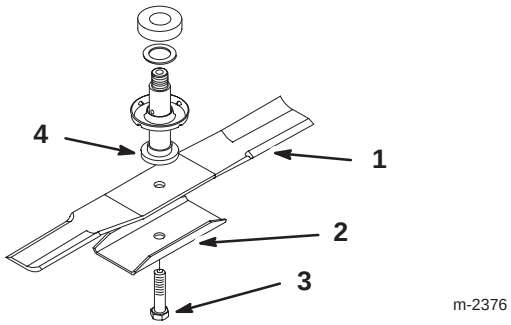

Figure 23
3. Enlever le boulon, le renfort de lame et la lame (Fig. 23). Pour enlever le boulon, caler éventuellement la lame en introduisant une cale en bois entre la lame et le carter de tondeuse.